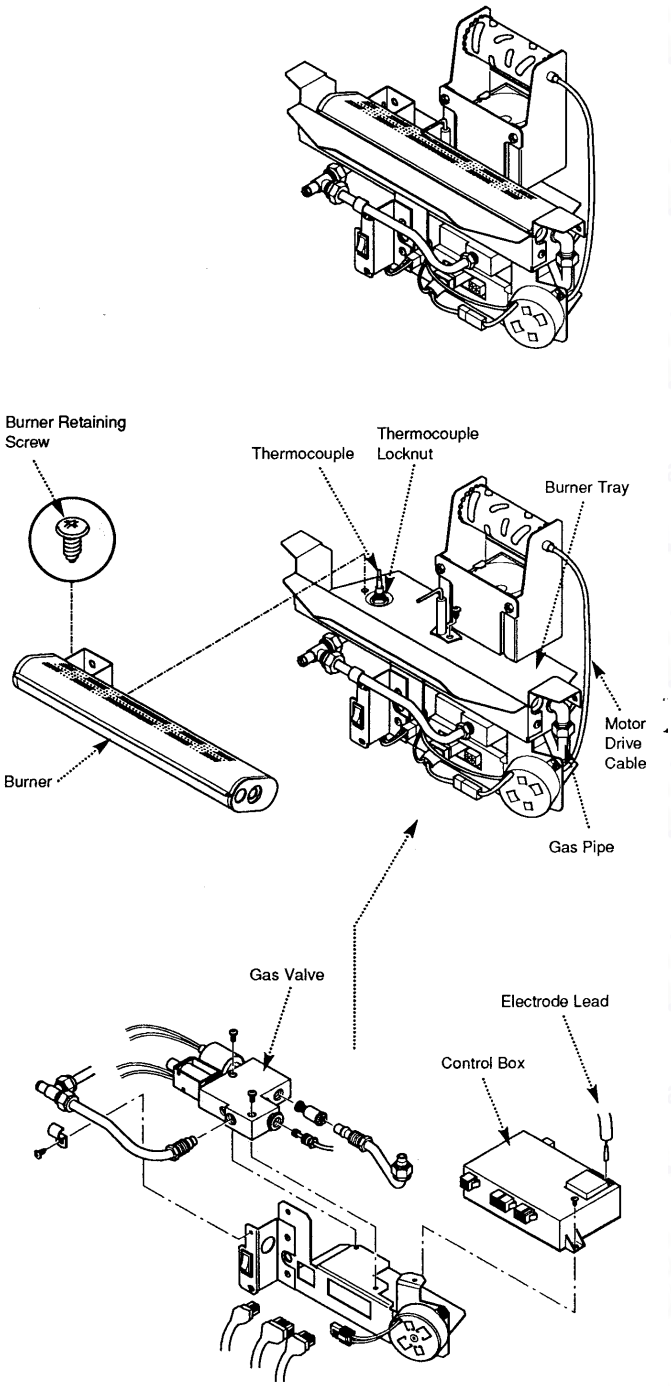

Fig. 56
11.9 Gas Valve (Fig. 56)
11.10 Control Box (Fig. 56)